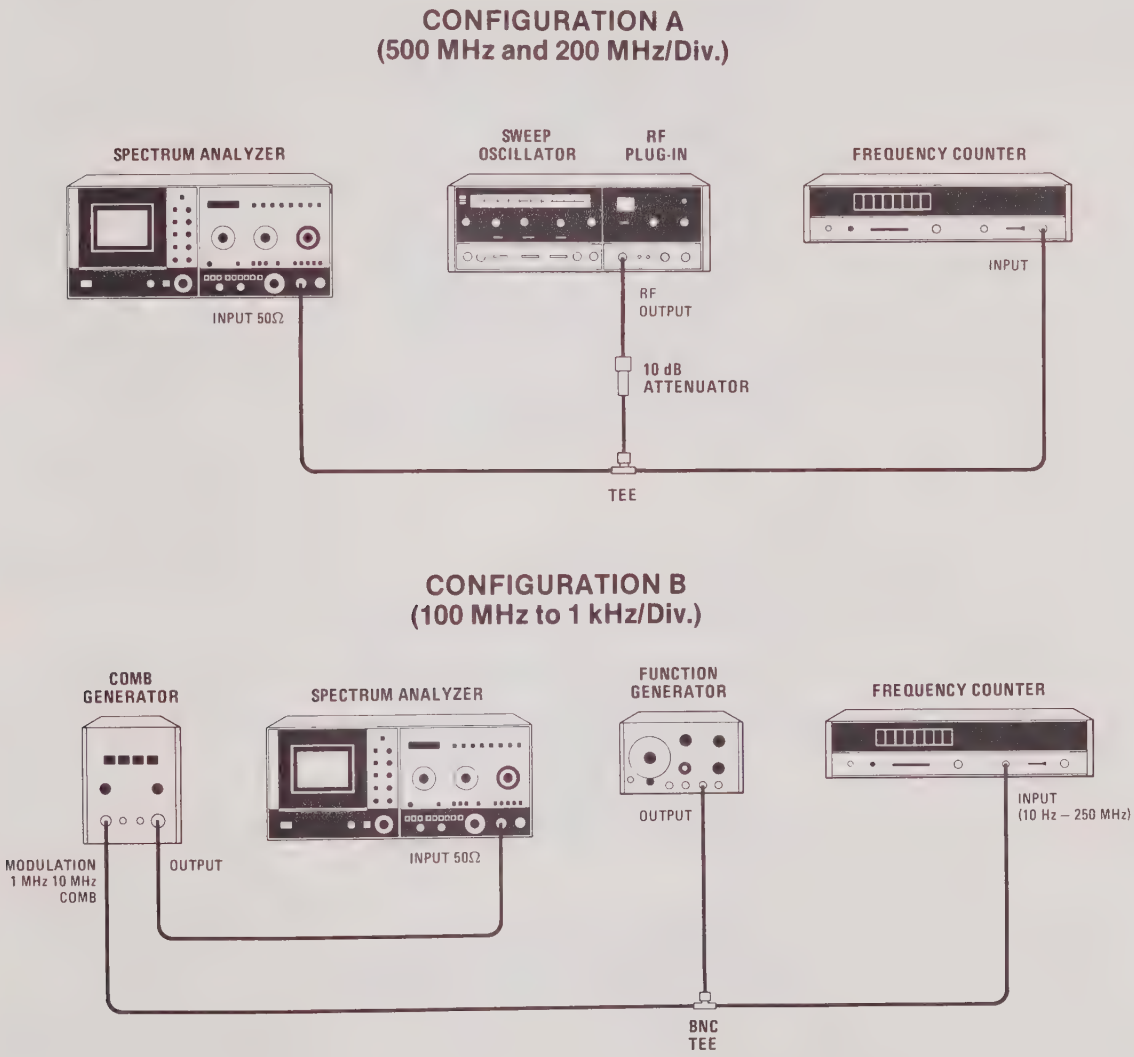

Figure 4-2. Span Width Accuracy Test Setup
b. Connect equipment as shown in Configuration A of Figure 4-2.
k. Connect equipment as shown in Configuration B of Figure 4-2 without connecting function generator. Set comb generator for 100 MHz comb output.